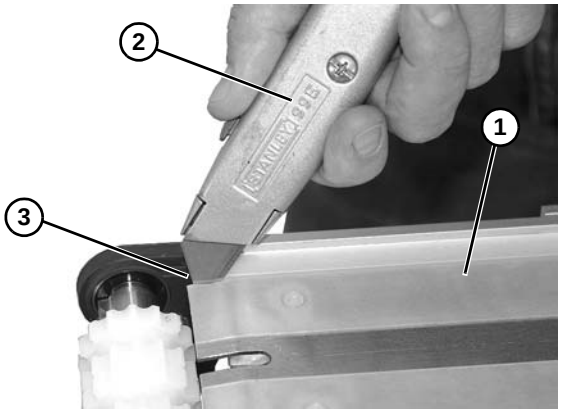

Figure 75
5. Mettre en place une plaque d'usure neuve **(Figure 75, élément 1)**.
6. À l'aide du couteau **(Figure 75, élément 2)**, faire une encoche sur chaque coin **(Figure 75, élément 3)**.